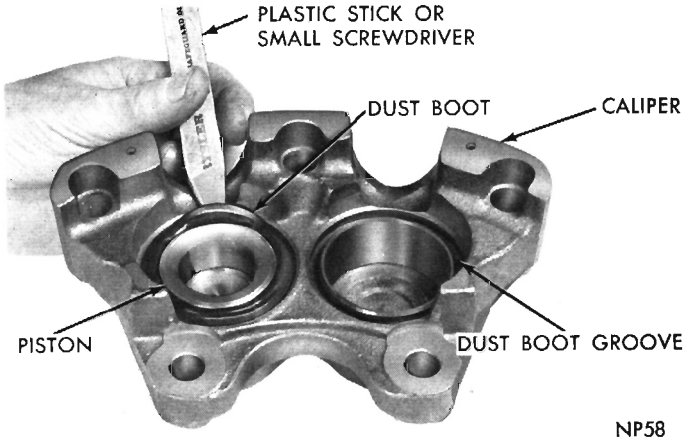

Fig. 8—Removing Piston Dust Boot
ture around cavity) and for any ruptures of piston boot. Wipe cavity clean (between inner and outer caliper housings) with a shop towel. Check piston boot for proper seating in piston groove and in caliper groove. (Fig. 8). If fluid moisture is evident, it will be necessary to disassemble caliper assembly and install new piston seals and boots. (Refer to "Disassembling Caliper" Paragraph.)
(2) Separate halves and remove two crossover seals.
(3) Using a small screwdriver, pry out exposed dust boot out of groove (Fig. 8). Be sure and hold piston compressed during this operation.